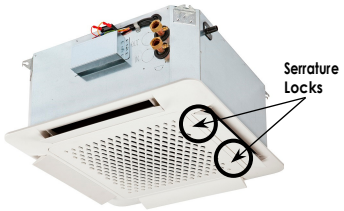

Fig.6
- Con l'ausilio di un cacciavite a taglio ruotare di 90° le serrature poste sulla griglia di aspirazione del pannello frontale come mostrato in Fig. 6.
- With the help of a flat-blade screwdriver rotate of 90° the locks placed on the intake grid of the front panel as shown in Fig.6.